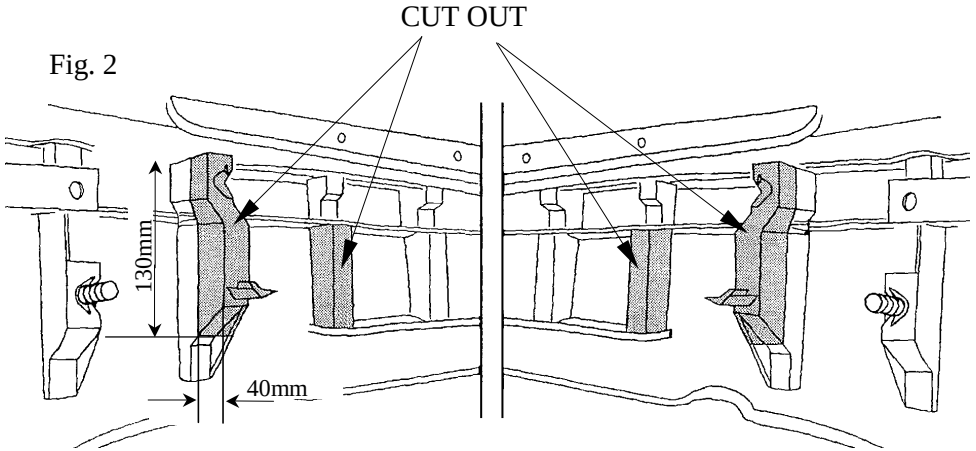

Fig. 2
8. According to figure 2 cut out elements of the bumper.